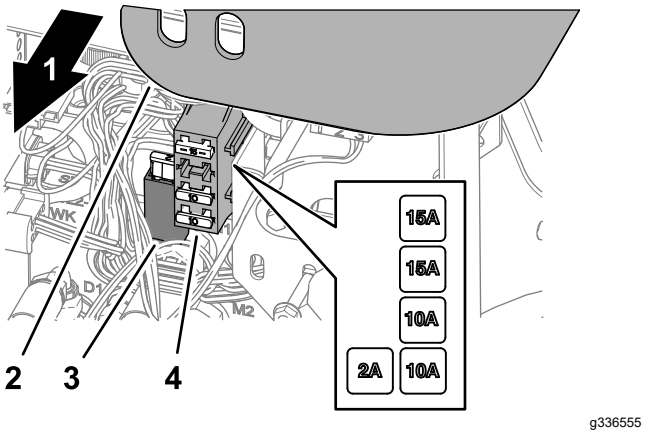

**Figur 65**
1. Løft av dekselet på Kontrollarmen (Figur 65).
2. Finn den åpne sikringen i sikringsholderen eller sikringsblokken (Figur 65).
4. Monter dekselet på kontrollarmen (Figur 65).